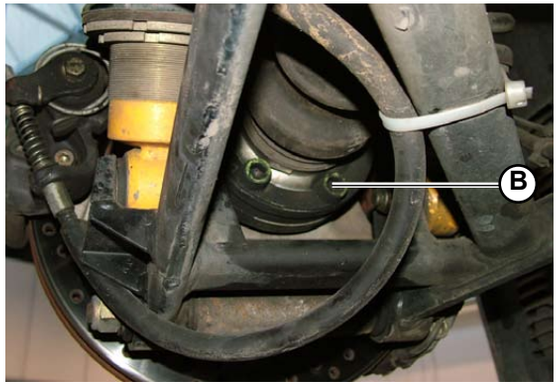

Fig.2
2. Free the axle shaft from the flange of the hub (**B-Fig.2**) by unscrewing the six mounting screws.